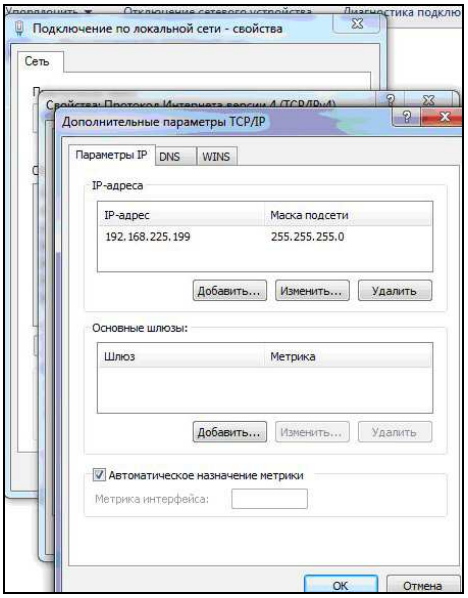

Рис.7. Окно «Дополнительные параметры TCP/IP»
2.3.3.4 Нажмите кнопку Дополнительно и в открывшемся окне Дополнительные параметры TCP/IP убедитесь в правильности установок IP –адреса и маски подсети (Рис. 7).